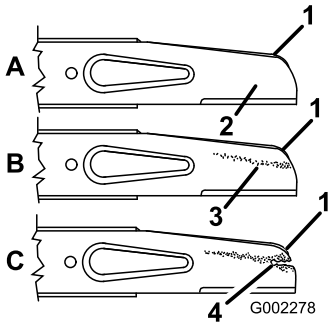

Figur 26
8. Använd fingret för att smörja packningen på det nya filtret med olja (figur 26).
2. Ta bort knivmuttrarna, acceleratorn och kniven (Figur 26).